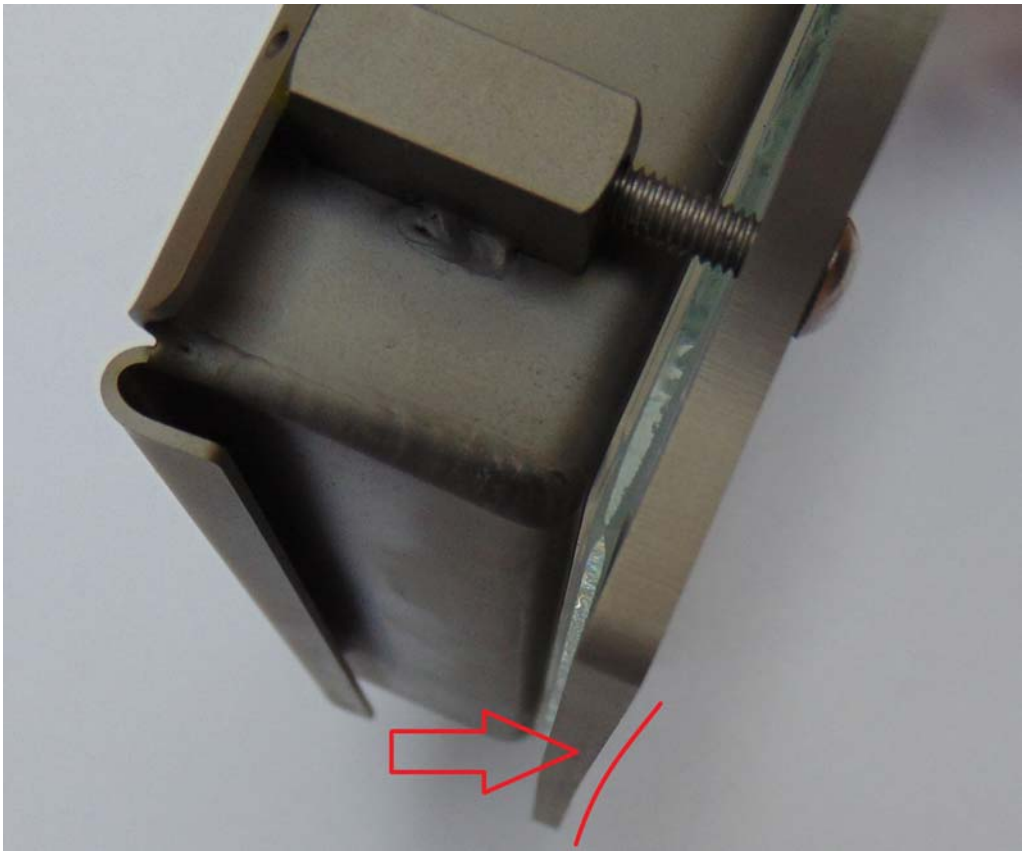
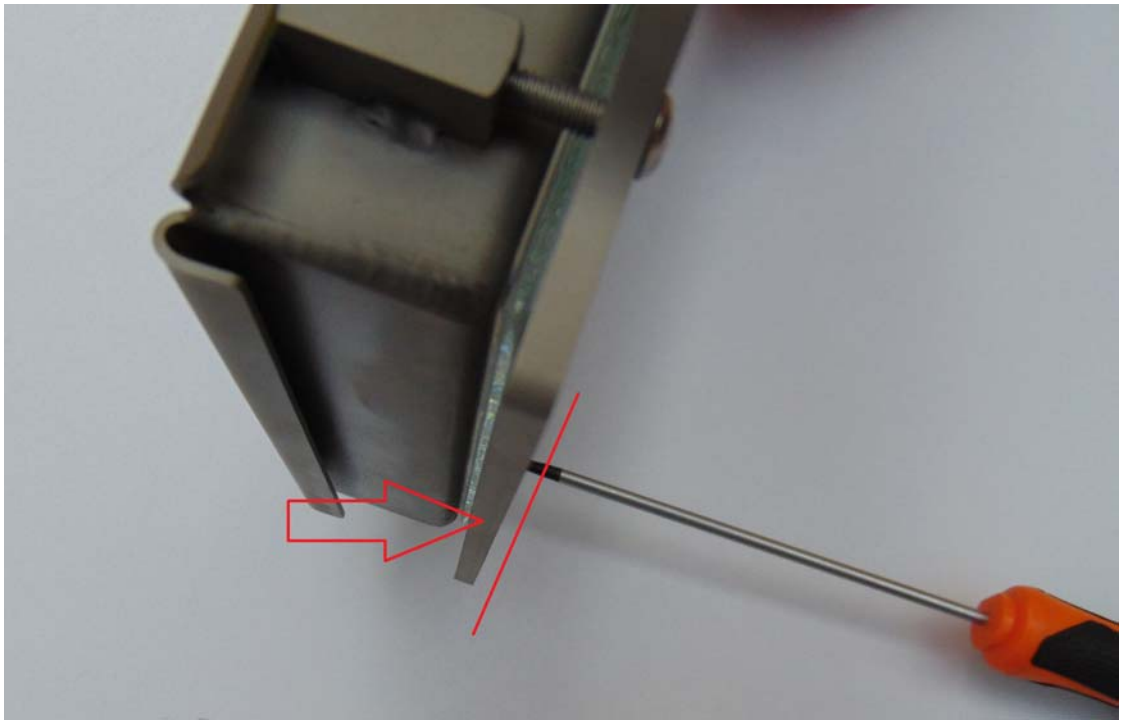

Fig. 10 – Step 5: Vat Base Curvature
Fig. 11 – Step 5: Straightening of Vat Base Curvature (after tightening the screws)
5) **Gently tighten the screws.** In Fig. 10 we emphasize the curvature of the vat base, tighten the screws to straighten the curvature (see Fig. 11)